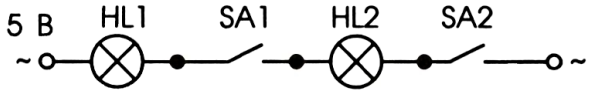

Рис. 4
3. Включите в схему, изображенную на рис. 4, четыре диода так, чтобы выключатель **SA1** управлял свечением лампы **HL1**, а выключатель **SA2** – свечением лампы **HL2**.